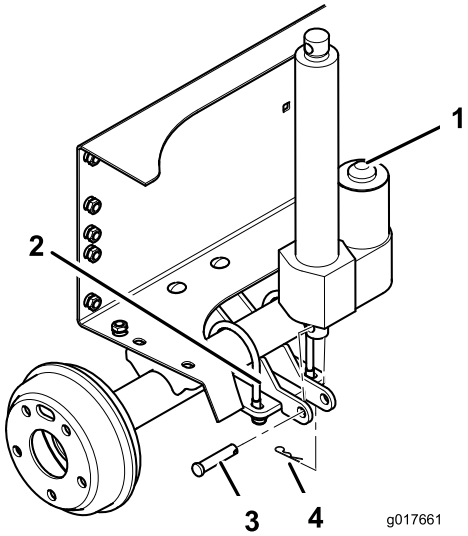

Figur 6
6. Monter den bageste ende af løfteaktuatoren på løftecylinderophænget med en gaffelbolt og låseclips. Placer komponenterne som vist i Figur 6.